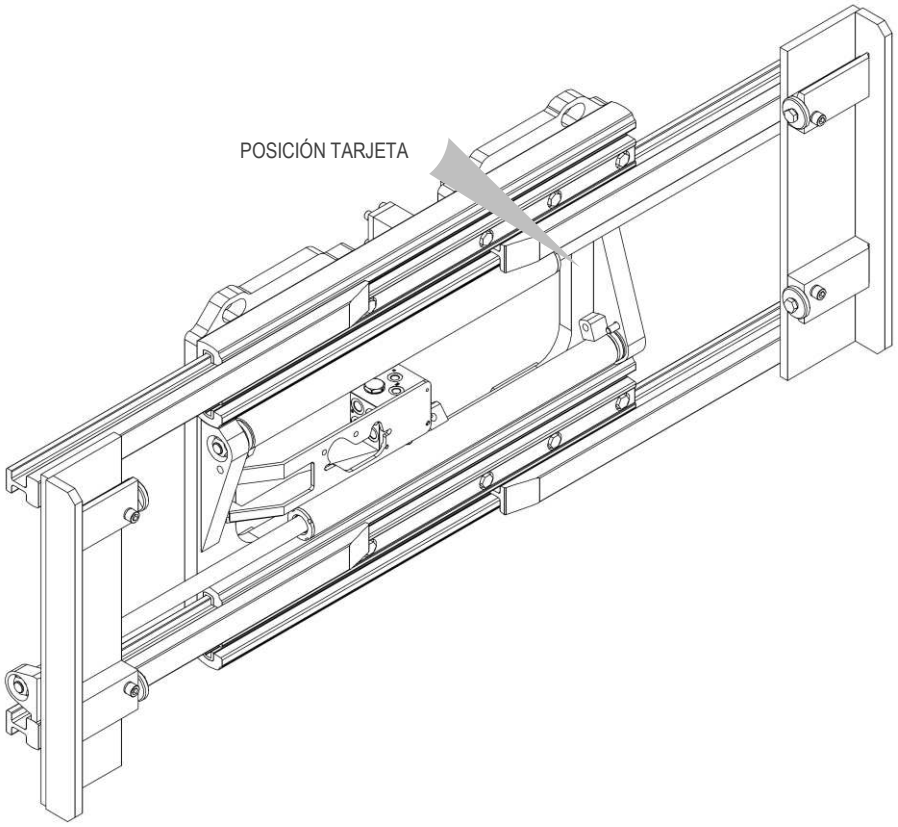

Figura 1
Todos los equipos A.T.I.B. – POSICIONADOR DE HORQUILLAS CON GRAN APERTURA TIPO 883 son identificados de una tarjeta adesiva (mirar *Tabla 1*) puesta sobre el equipo (mirar *Figura 1*), siempre referirse a la matricula.
5. Para la manipulación, utilice correas o cadenas del tamaño adecuado para el peso del equipo indicado en la tarjeta (mira *Figura 1* y *Tabla 1* a pag.*6*).
10. Conecte el circuito hidráulico; asegurándose de que la presión de trabajo de las tuberías sea superior o igual a la indicada en la tarjeta identificadora (mira *Figura 1* e la *Tabla 1* a pag.*6)*.
6. Para la manipulación, utilice correas o cadenas del tamaño adecuado para el peso del equipo indicado en la tarjeta (mira *Figura 1* y *Tabla 1* a pag.*6*).